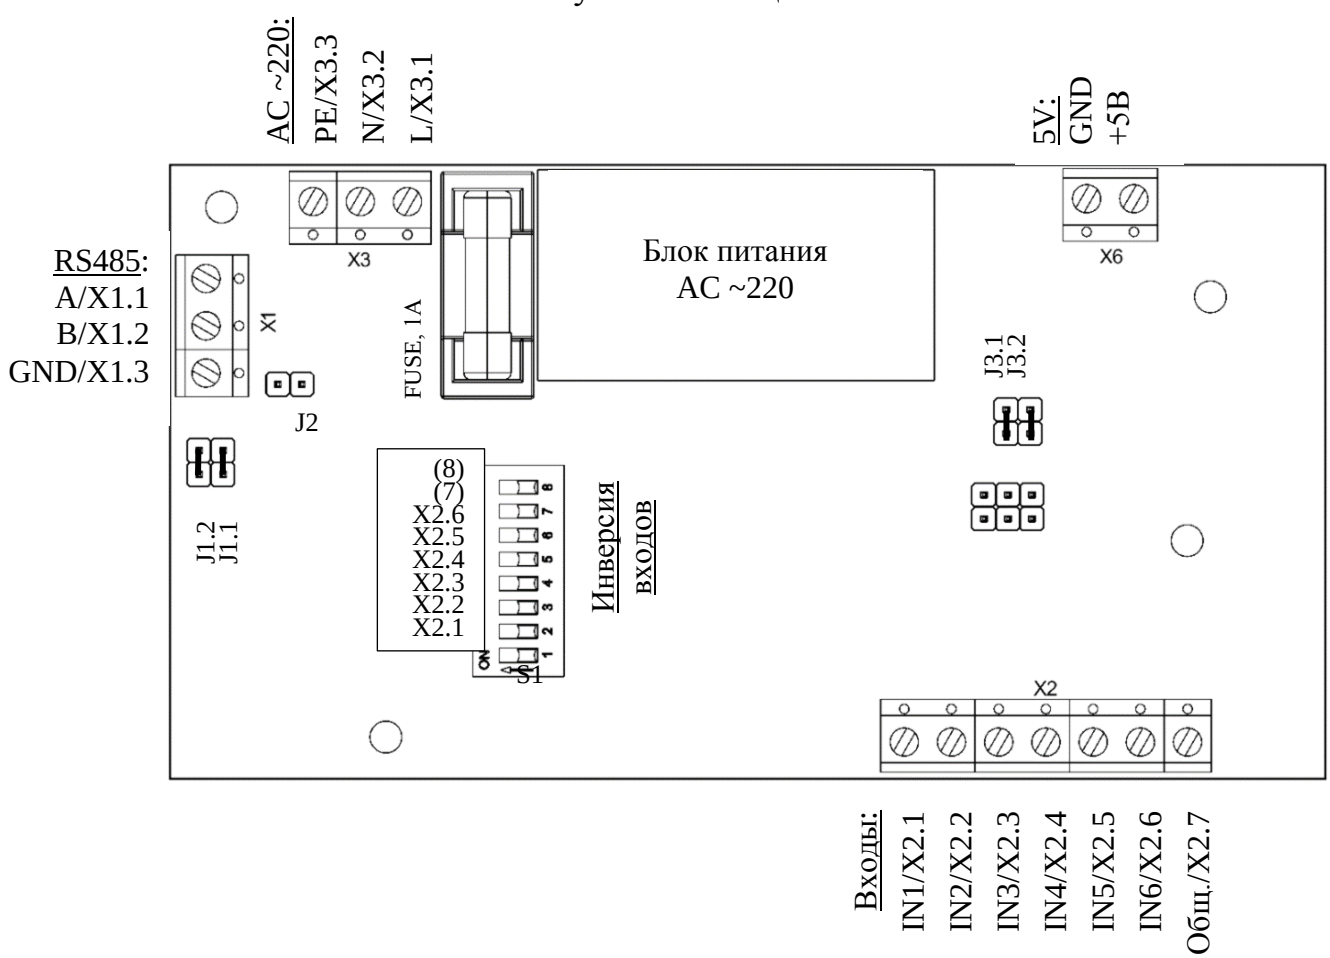

Рисунок 3 – Плата
- ДИП переключатель для управления инверсией входов и адреса блока (рисунок 3);